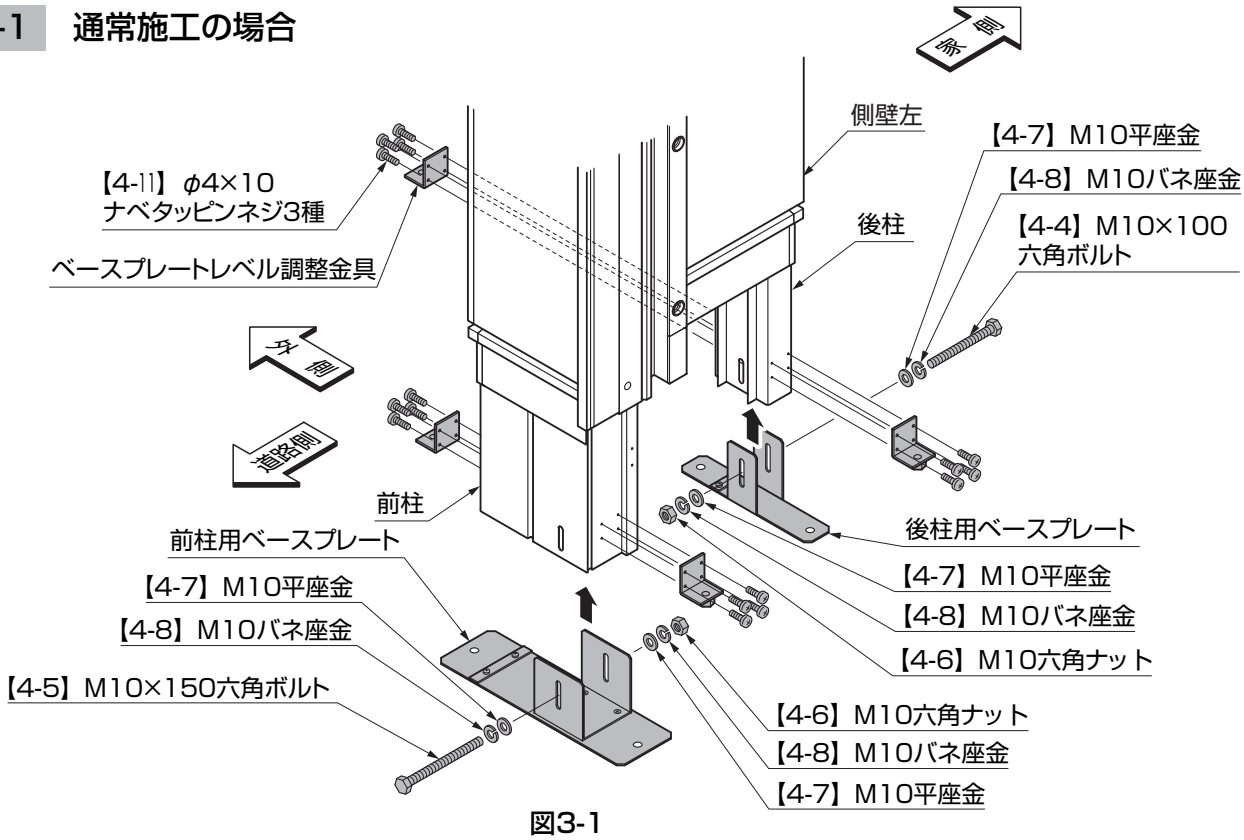

図3-1
①ベースプレートレベル調整金具を前柱と後柱に【4-11】で取付けてください。(図3-1参照)
②前柱用ベースプレートを前柱に【4-5】、【4-6】、【4-7】、【4-8】で取付けてください。(図3-1参照)
③後柱用ベースプレートを後柱に【4-4】、【4-6】、【4-7】、【4-8】で取付けてください。(図3-1参照)